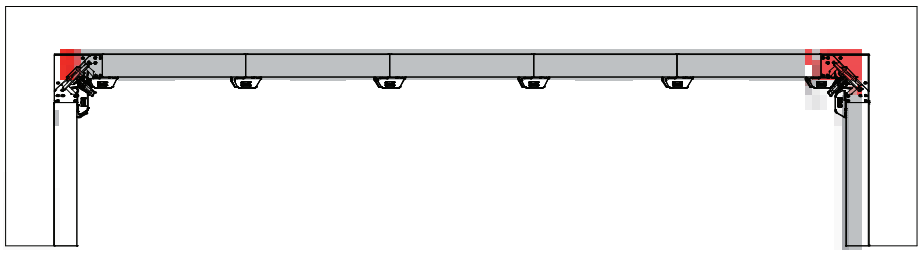

Abb. 35.1
1. Nach der Betonage AS-Schalschlösser an Ausschalecke entfernen (Abb. 35.1).